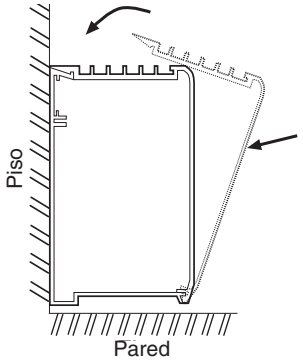

Fig. 4
17. Antes de energizar el calefactor asegúrese de que la cubierta frontal esté bien trabada sobre la caja trasera a todo lo largo del calefactor (vea la Fig. 4). No haga funcionar el calefactor si la cubierta frontal no está instalada.
10. Vuelva a colocar las cubiertas frontales según el Paso 10 de la Instalación de una sola unidad (vea la Fig. 4).
5. Vuelva a colocar la cubierta frontal como se muestra en la Fig. 4, y asegúrese de que esté trabada en su posición a todo lo largo del calefactor. Restablezca la alimentación eléctrica para el calefactor y verifique que esté funcionando correctamente.